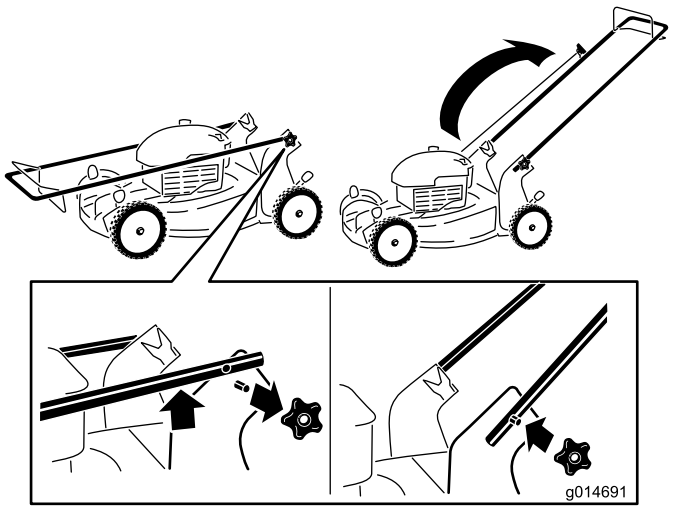

Figur 3
1. Fjern håndtagsknapperne fra plæneklipperhuset (Figur 3).
3. Monter og tilspænd de håndtagsknapper, du fjernede i trin 1 (Figur 3).